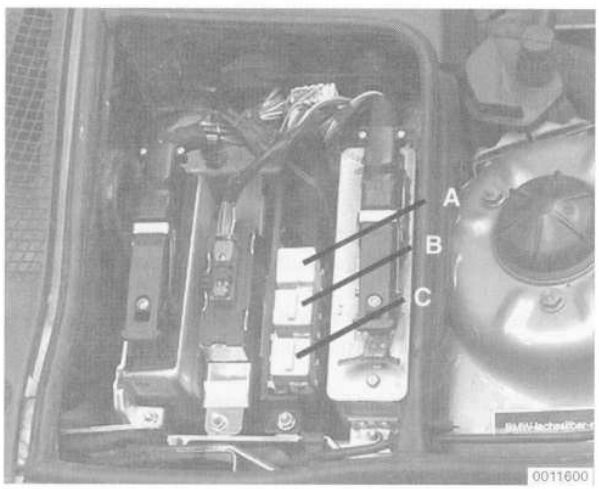

Fig. 4. Main relay (**A**) in electronics box (E-box). V8 relay position varies. Check sticker on E-box cover for V8 position.
1. With the ignition off, remove the main relay. See Fig. 4.